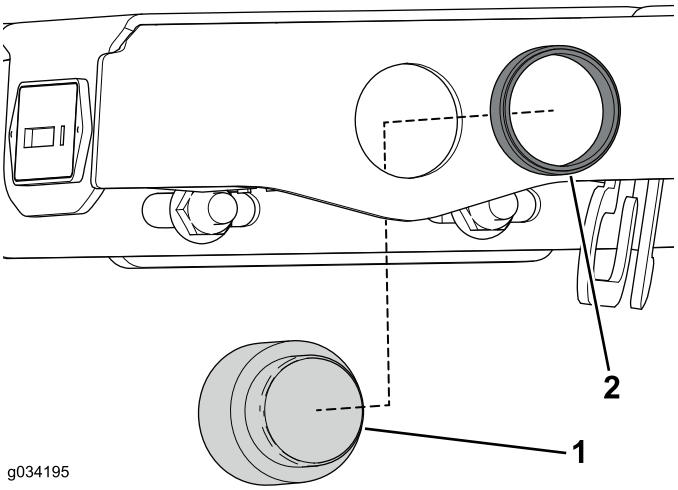

Figur 11
2. Fjern den riflede låsering på alarmen, og afmonter den fra konsollen (Figur 11).